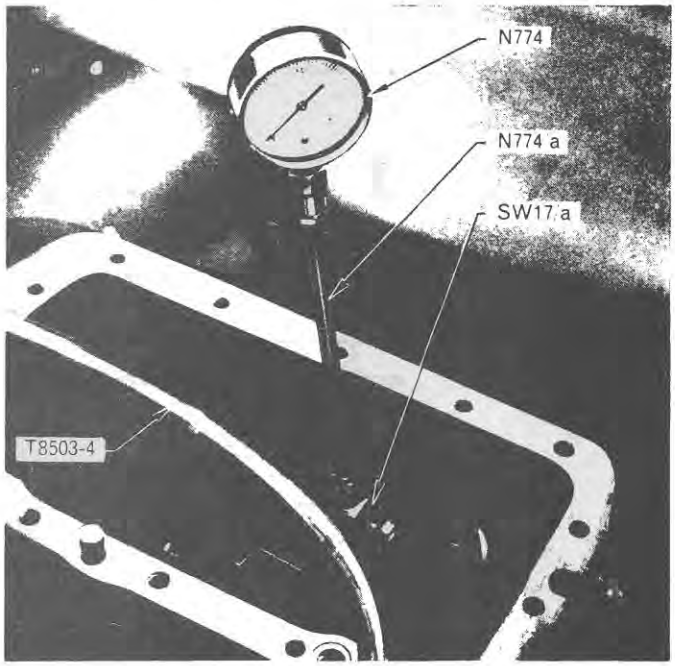

Figure 6
Remove the hydraulic lift cover, for details refer to Part 11, Chapter 1. Disconnect the control valve to clutch support housing tube at the control valve end. Connect N774 pressure gauge to the control valve using SW17/a adaptor and N774/a tube, Figure 6.
7. Connect the pressure gauge as shown in Figure 6 and detailed in Section 2. Pressure test the control valve and if pressure is incorrect remove the valve and alter the shims accordingly. When correct pressure is obtained replace the plunger locating spring pin in the control valve body.